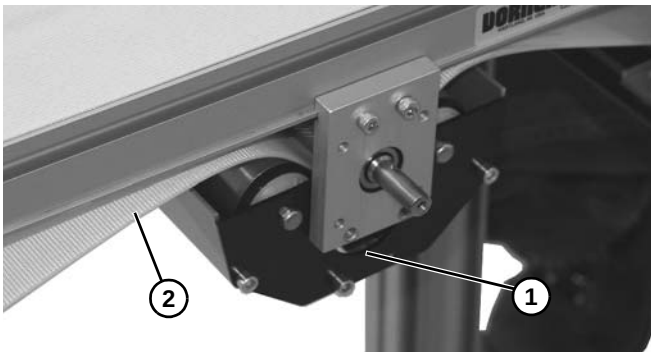

Figure 61
4. Lower and remove mid drive module **(Figure 61, item 1)** from belt **(Figure 61, item 2)**.